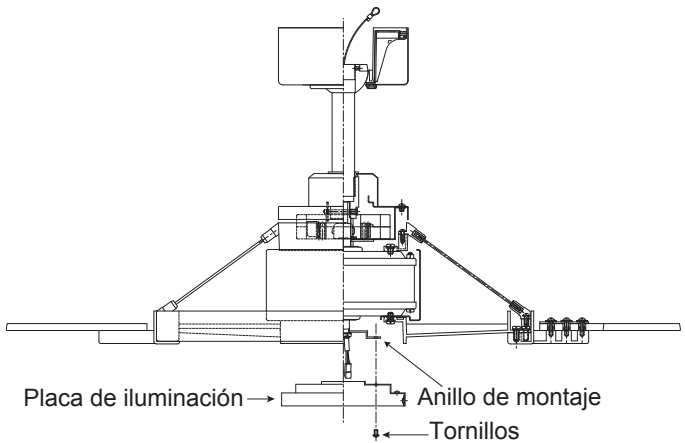

Fig. 16
Paso 1. Afloje los dos tornillos del anillo de montaje unido al eje del motor y “retire” y guarde el tercer tornillo. (Fig. 16)